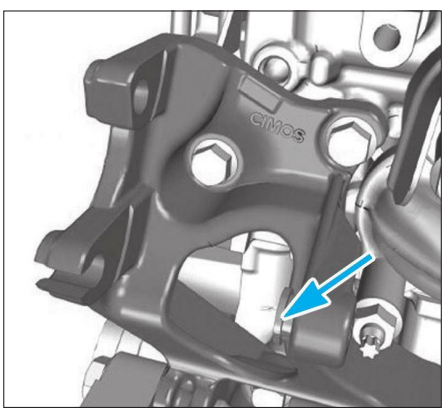

**Fig. 19**
*Avant le remontage de la pompe d'assistance de direction, vérifier la présence de la bague sur le support de pompe de direction **(Fig.19)***